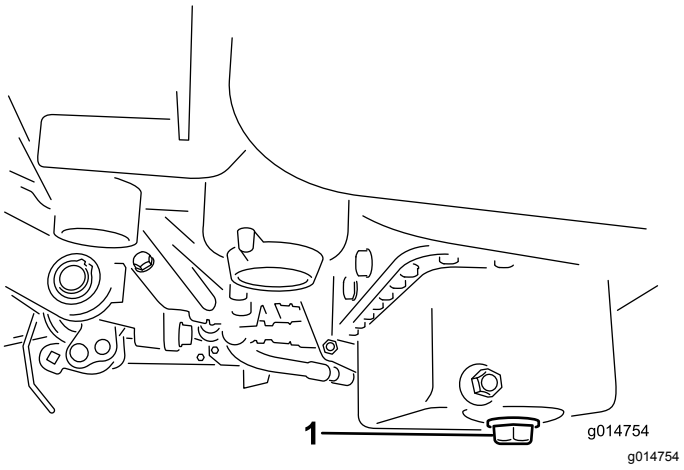

Figur 29
1. Ta bort avtappningspluggen och låt oljan rinna ned i ett kärl. Sätt tillbaka avtappningspluggen när oljan har slutat rinna (Figur 29).